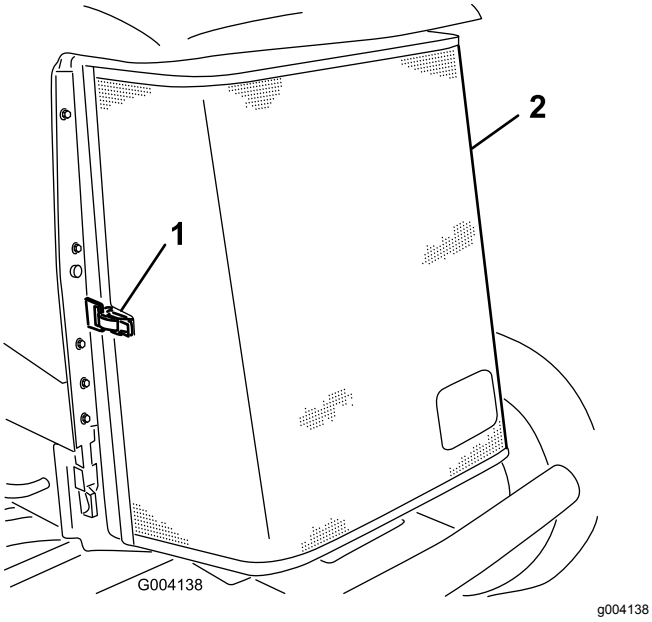

**Figur 94**
3. Lås opp klemmen og sving bakre skjerm åpen (Figur 94).